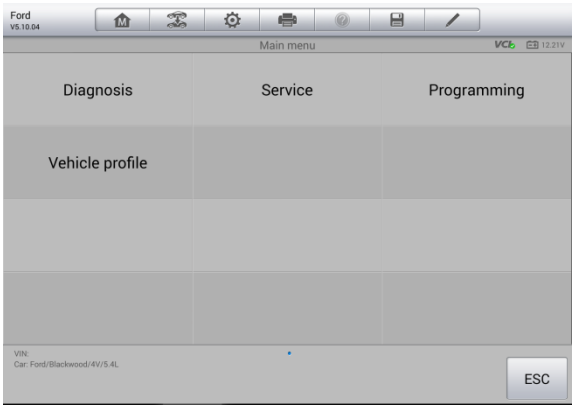

Figure 4-3 *Sample Vehicle Diagnostics Screen*
5. Tap **Done**. The vehicle will be identified in a few seconds, and once the matching is successful, the system will guide you to the Vehicle Diagnostics screen directly. (*Figure 4-3*)
The Vehicle Diagnostics screen (*Figure 4-3*) has three main options: